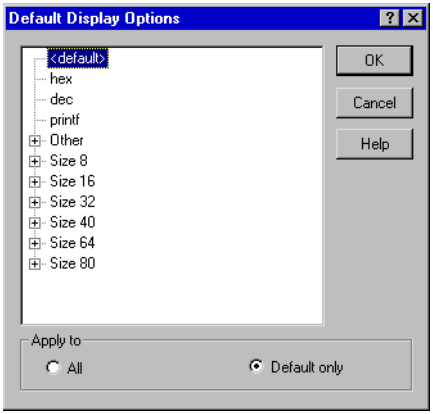

**Figure 5-28 Default Display Options dialog**
**Properties...** Select **Properties...** to display the Default Display Options dialog shown in Figure 5-28 on page 5-23.
Select **Properties...** to display the Default Display Options dialog shown in Figure 5-28 on page 5-23. With this dialog you control the default display format, and choose whether any change you make applies to all the displayed data items or to only those that currently use the default format. Click the **Help** button in the dialog to display more information.
**Properties...** Select **Properties...** to display the Default Display Options dialog shown in Figure 5-28 on page 5-23. With this dialog you control the default display format, and choose whether any change you make applies to all the displayed data items or to only those that currently use the default format. Click the **Help** button in the dialog to display more information.